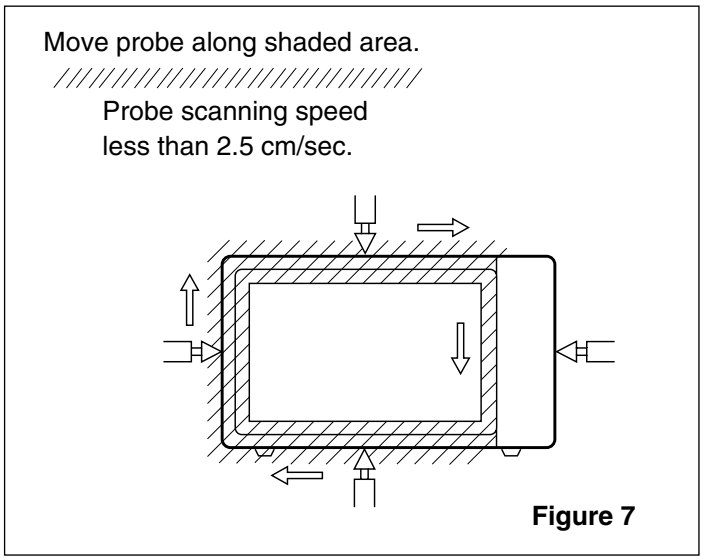

Figure 7
(1) Pour 275±15cc of 20±5°C water in a beaker which is graduated to 600 cc, and place the beaker in the center of the oven.
(2) Set the energy leakage monitor to 2,450 MHz and use it following the manufacturer's recommended test procedure to assure correct result.
(3) When measuring the leakage, always use the 2 inch (5cm) spacer supplied with the probe.
(4) Operate the oven at its maximum output.
(5) Measure the microwave radiation using and electromagnetic radiation monitor by holding the probe perpendicular to the surface being measured. (See Figure 7)